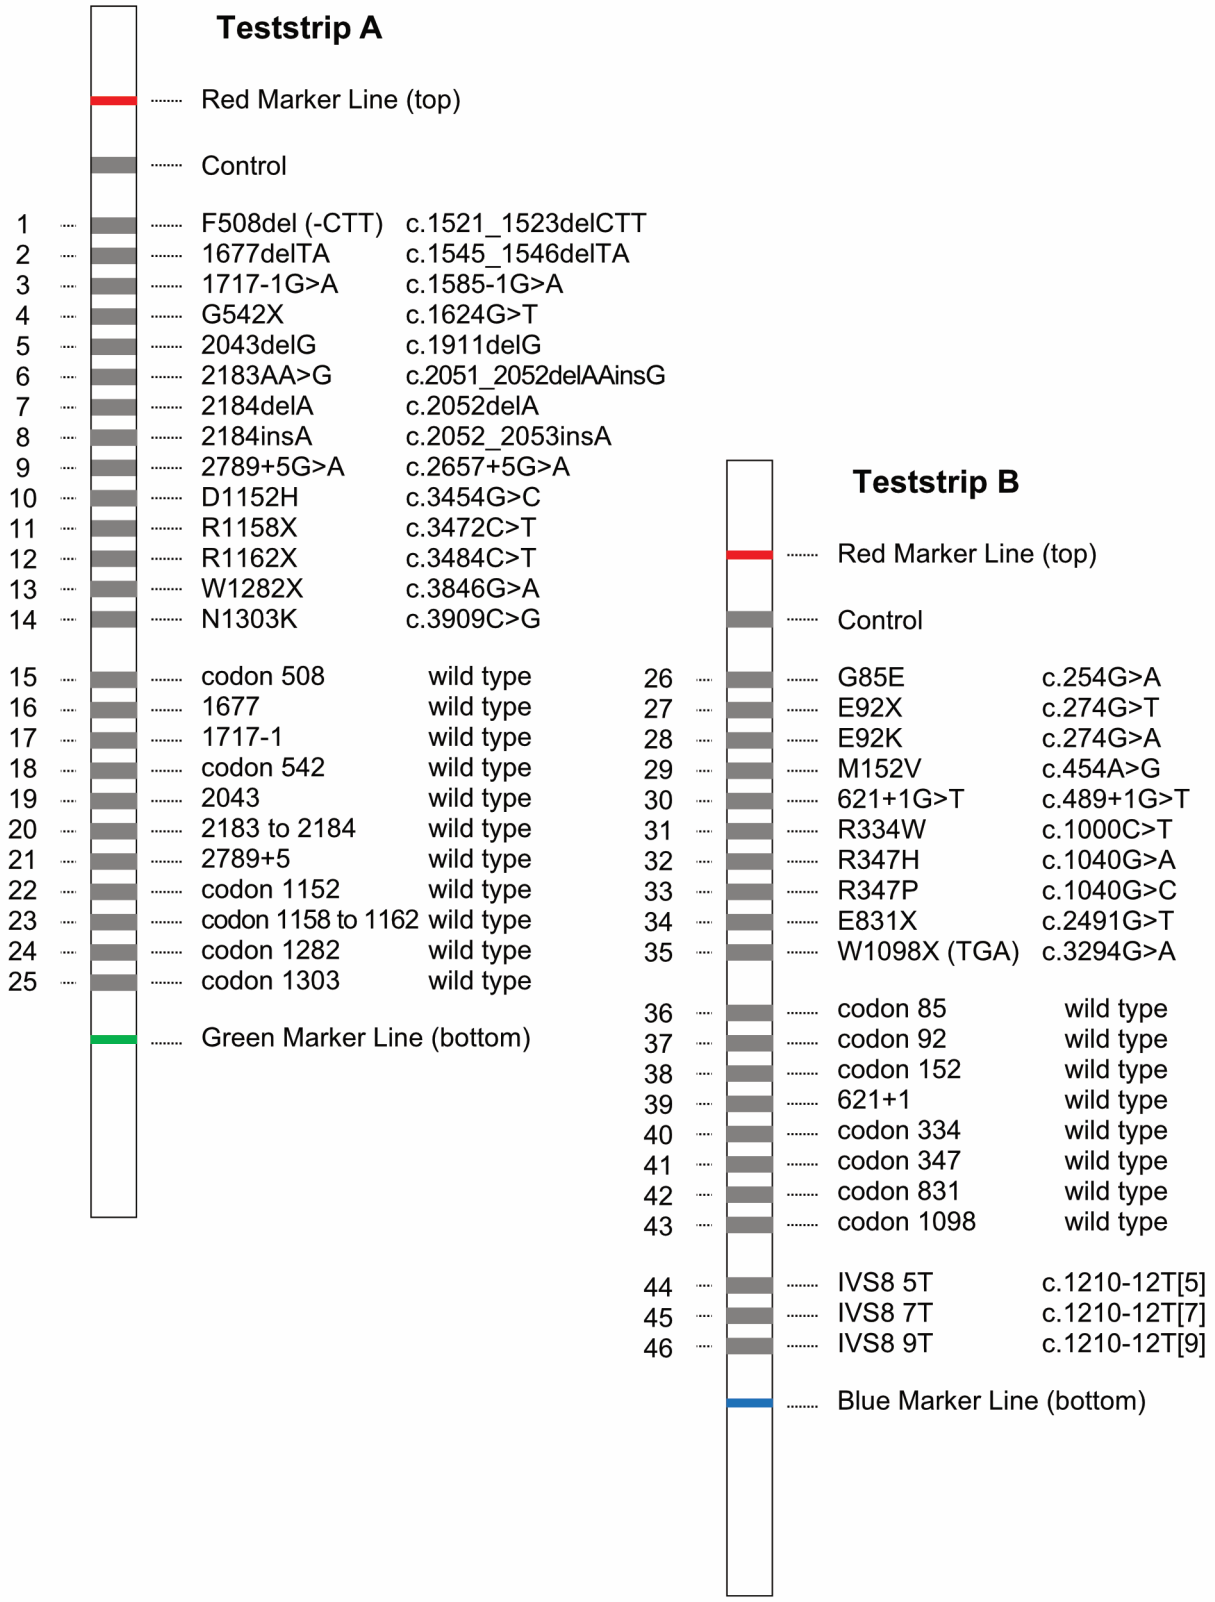

Fig. 1: Teststrip Design
The CF StripAssay® TUR is based on polymerase chain reaction (PCR) and reverse-hybridization. The procedure includes three steps: (1) DNA isolation, (2) PCR amplification using biotinylated primers, (3) hybridization of amplification products to a Teststrip containing allele-specific oligonucleotide probes immobilized as an array of parallel lines (Fig. 1). Bound biotinylated sequences are detected using streptavidin-alkaline phosphatase and color substrates.